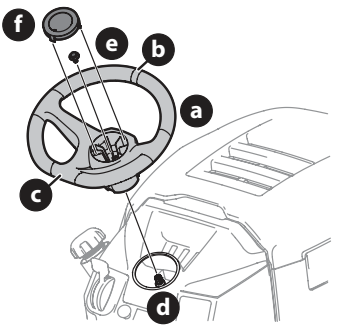

Fig. 14
1. With the wheels of the tractor pointing straight forward, align the steering wheel (a) by using the center-line (b) on the front of the steering wheel (a) pointing straight ahead and the flat section (c) of the steering wheel (a) facing toward the seat, place the steering wheel (a) over the steering shaft (d) (Fig. 14).
2. Secure the steering wheel (a) with the hex bolt (e) from under the steering wheel cap (f) and torque to 18-22 ft-lbs (24-30 N-m) (Fig. 14).
3. Place the steering wheel cap (f) over the center of the steering wheel (a) and push downward until it "clicks" into place (Fig. 14).
NOTE: The hex bolt (e) securing the steering wheel (a) has thread locker applied to it, so if it is removed, it is recommended that the hex bolt (e) be replaced or thread lock re-applied (Fig. 14).